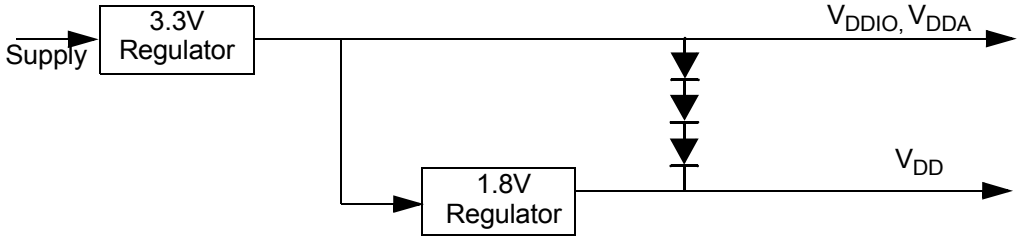

Figure 4-3 Example Circuit to Control Supply Sequencing
V_{DD} should not be allowed to rise early (1). This is usually avoided by running the regulator for the V_{DD} supply (1.8V) from the voltage generated by the 3.3V V_{DDIO} supply, see **Figure 4-3**. This keeps V_{DD} from rising faster than V_{DDIO}.
V_{DD} should not rise so late that a large voltage difference is allowed between the two supplies (2). Typically this situation is avoided by using external discrete diodes in series between supplies, as shown in **Figure 4-3**. The series diodes forward bias when the difference between V_{DDIO} and V_{DD} reaches approximately 2.1, causing V_{DD} to rise as V_{DDIO} ramps up. When the V_{DD} regulator begins proper operation, the difference between supplies will typically be 0.8V and conduction through the diode chain reduces to essentially leakage current. During supply sequencing, the following general relationship should be adhered to: